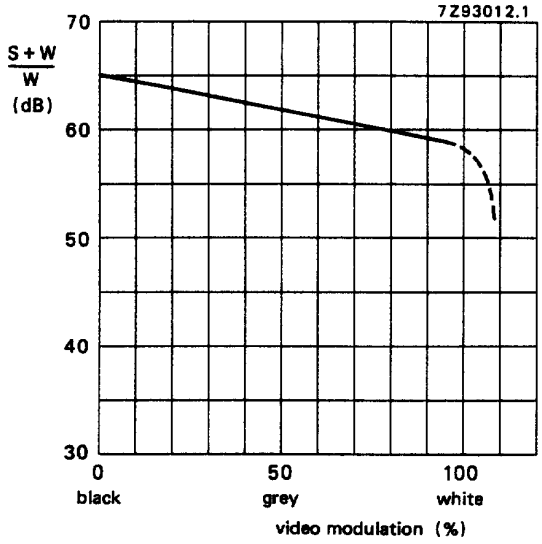

Fig.4 Signal-to-weighted-noise ratio depending on video modulation.
a. 2T/20T pulses with white bars (see also Fig.4)